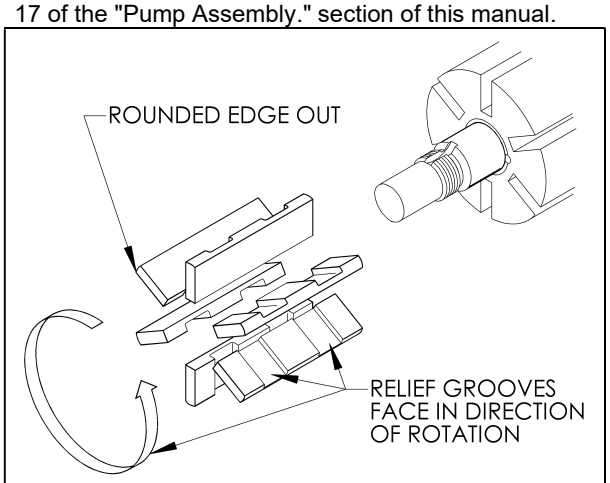

Figure 4
3. Install a new vane, ensuring that the rounded edge is UP, and the relief grooves are facing towards the direction of rotation. See Figure 4.
5. Hand pack the ball bearing (24) with grease. Refer to the "Lubrication" section for the recommended grease.
8. Inspect the vanes (14) and push rods (77) for wear and damage, and replace as follows:
a. Partially install the non-driven end of the rotor and shaft (13) into the open side of the pump cylinder.
b. Leave part of the rotor outside of the cylinder so that the bottom vanes can be installed and held in place as the push rods are installed in the push rod holes of the rotor. Insert the new vanes into the rotor slots with the rounded edges outward, and the vane relief grooves facing TOWARDS the direction of rotation. See Figure 4.
c. After the bottom vanes (14) and push rods (77) are installed, insert the rotor and shaft (13) fully into the cylinder (12).
9. Install the inboard head (20), mechanical seal, and bearing as instructed in steps 2 through 7. Apply a thin coating of motor oil on the inboard shaft to aid installation.